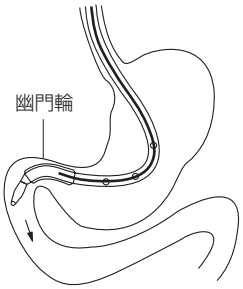

図５
11. 本品の先端が幽門輪を通過したら、ガイドワイヤーを少しずつ抜き、十二指腸下行脚から上行脚へチューブを押し進める（**図５**）。